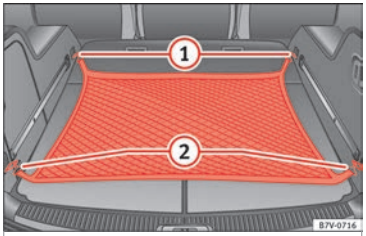

Fig. 174 In the luggage compartment: net used on secured baggage
- Hook the baggage net into the fastening rings ››› **Fig. 174** ① and ②.
- Carefully unhook the baggage net hooks from the fastening rings ››› **Fig. 174** ①. »
• Carefully unhook the baggage net hooks from the fastening rings ››› Fig. 174 ②.